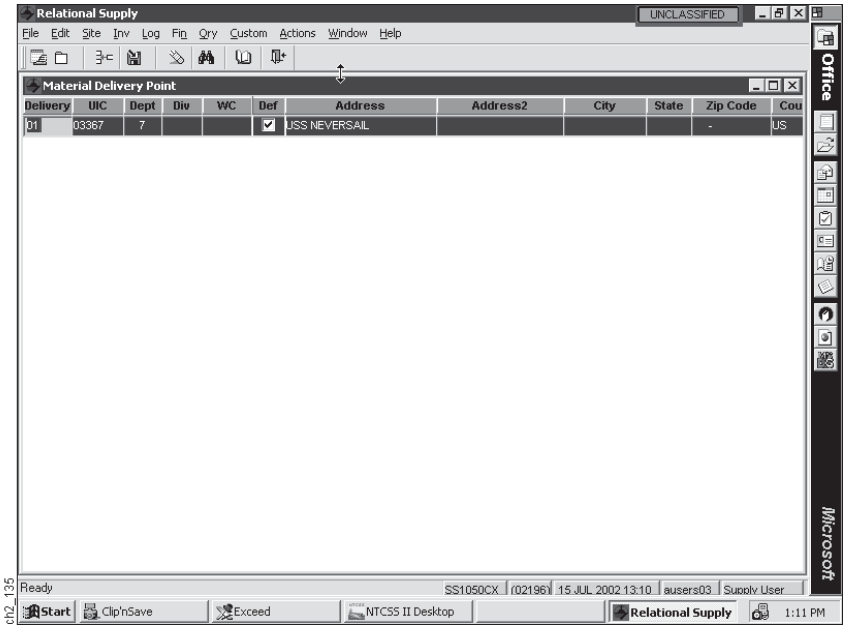

Figure 2-47
(4) Step 4. On the Material Delivery Point Screen above (Figure 2-47), select the label at the top of the column containing the information by which you wish to sequence records.